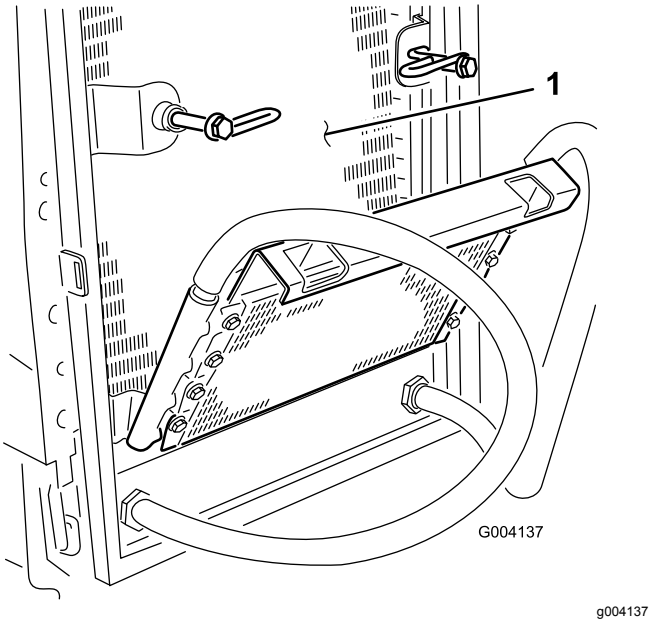

Figur 59
6. Rengör noga på båda sidor om oljekylaren och kylaren (Figur 59) med tryckluft.